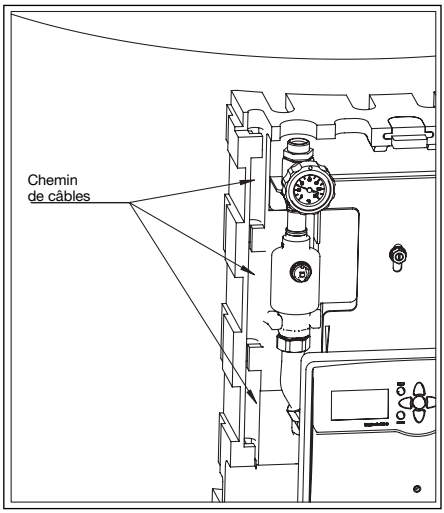

Fig. 22 Montage du chemin de câbles
– Poser les câbles du régulateur dans les chemins de câbles prévus à cet effet (fig. 22).